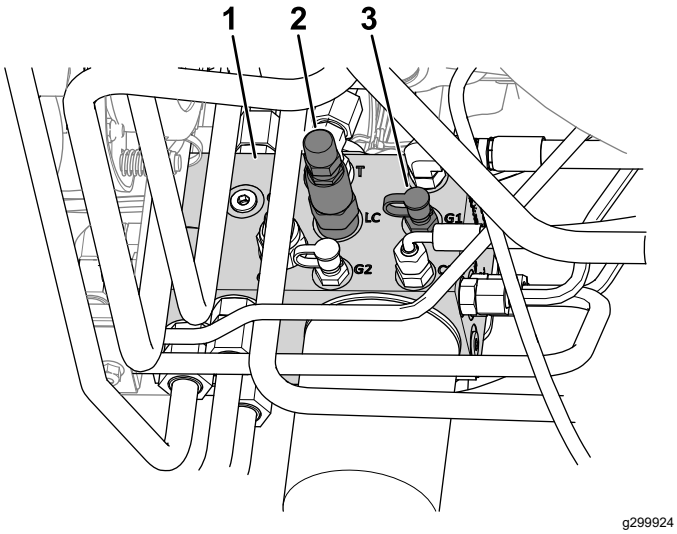

Bild 24
4. Schließen Sie ein Manometer an den Prüfanschluss an (gekennzeichnet mit G1, siehe Bild 24).
2. Gewichtsverlagerungsspule (LC)
5. Entfernen Sie an der Seite des Hubverteilers die Kappe vom Prüfanschluss (gekennzeichnet mit G1, siehe Bild 24).
6. Lösen Sie die Klemmmutter am Ende der Gewichtsverlagerungsspule (gekennzeichnet mit LC, siehe Bild 24).